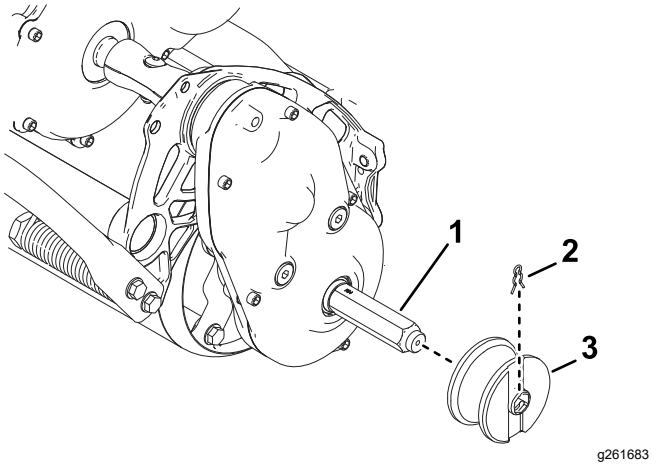

Figuur 29
- **Railset:** Monteer de railwielen op de zeskantige assen (Figuur 29).